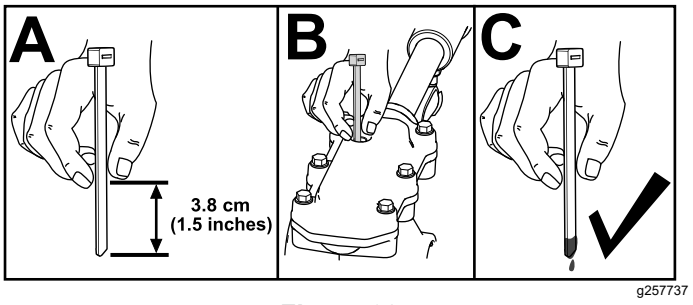

Figure 38
3. Contrôlez le niveau d'huile au moyen d'un dispositif de mesure adéquat, par exemple un serre-câble propre. Le niveau d'huile doit se situer à 3,8 cm (1,5 po) environ sous l'orifice de remplissage (Figure 38).